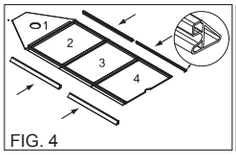

FIG. 4
7. Connect the side slots to the floorboards. (FIG. 4)